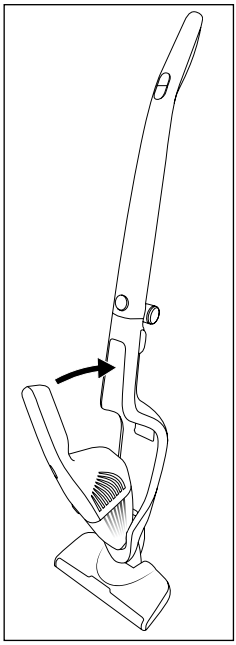
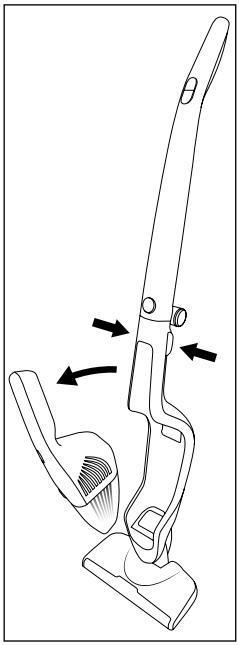

Rys. 1
Rys. 2
- W celu połączenia rękojeści ❹ z trzonkiem, wsunąć koniec rękojeści ❹ w zagłębienie na rękojeść ⑭.
- Następnie wcisnąć uchwyt ❶ rękojeści ❹ w trzonek tak, aby część rękojeści ❹ zablokowała się w trzonku (rys.1).
- Aby wyjąć rękojeść ❹ z trzonka, naciśnij przycisk odblokowujący ⏏ ⑬.
- Wysuń rękojeść ❹ do góry/do przodu z zagłębienia ⑭ (rys.2).